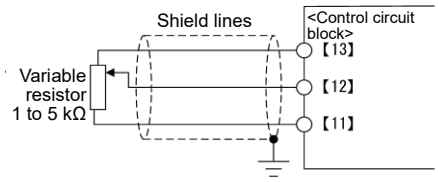

Fig. 2.2-15 Connection diagram for shielded wire
- Use shielded wire and keep the wiring to the minimum as possible (below 20 meters) for control signals which are susceptible to external noise. Grounding the shielded wire is generally recommended, but if external induction noise is large, connecting to terminal [11] may reduce the noise. As shown in Fig. 2.2-15 below, shielded wire increases the shielding effect, and therefore one end must be grounded.